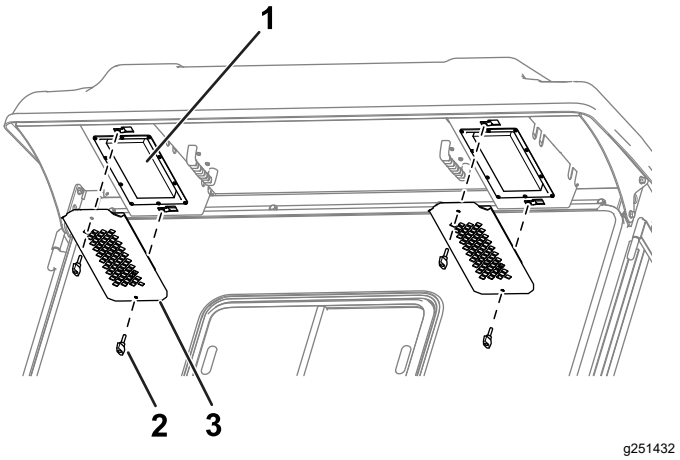

Рисунок 83
1. Снимите ручки и решетки с задней выступающей части кабины (Рисунок 83).
4. Установите фильтр в кабину с помощью ручек и решеток (Рисунок 83).